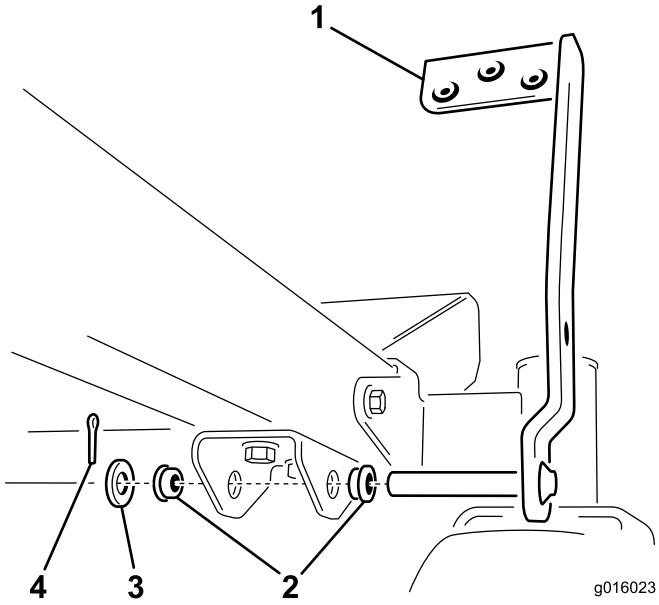

Bild 6
1. Setzen Sie eine Bundbuchse in jedes Loch in der Halterung ein, siehe Bild 6.
2. Montieren Sie das Fußpedal an der vorderen Halterung (Bild 6). Setzen Sie den Stift des Pedals in die Löcher in der Halterung mit den Bundbuchsen ein.